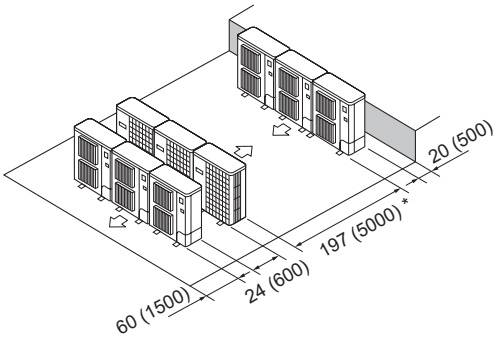

Fig. 2-17
⑥ Disposición en paralelo de varias unidades (Fig. 2-17)